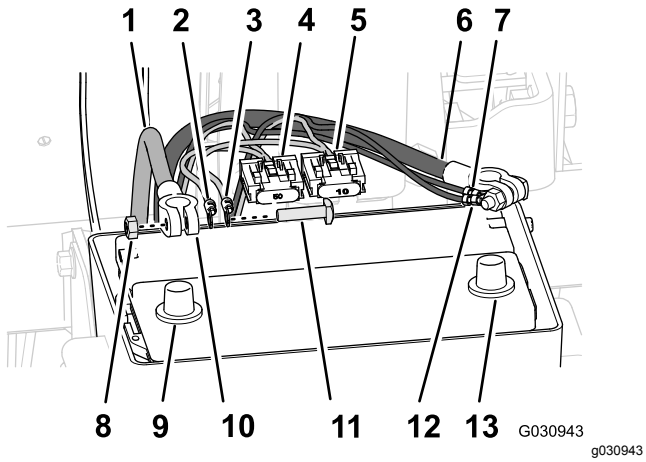

Figur 178
1. Dra pluskabelskon (röd kabel), minuskabelskon (svart kabel) och 50 A-säkringsblocket på det bakre kablaget upp mellan batterilådan och maskinchassit (Figur 178).
3. Ta bort T-skruvarna och sexkantsmuttrarna från kabelskorna på plus- och minusbatterikablarna (Figur 178).
4. Montera en T-skruv genom pluskabelskon (röd kabel) på det bakre kablaget, pluskabelskon på navigeringselkablaget och kabelskon på batteriets pluskabel (Figur 178).
5. Fäst kabelskorna och T-skruven löst med en sexkantsmutter (Figur 178).
6. Montera en T-skruv genom minuskabelskon (svart kabel) på det bakre kablaget, minuskabelskon på navigeringselkablaget och kabelskon på batteriets minuskabel (Figur 178).
7. Fäst kabelskorna och T-skruven löst med en sexkantsmutter (Figur 178).